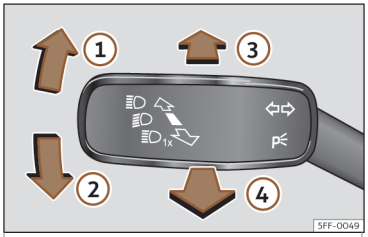

Fig. 92 Palanca de intermitentes y de luz de carretera (según versiones).
- Desde la posición base, pulse hacia delante la palanca de los intermitentes y luz de carretera>>> fig. 92 ③.
- **O BIEN:** con la luz de carretera conectada, tire hacia atrás de la palanca de los intermitentes y luz de carretera>>> fig. 92 ④.